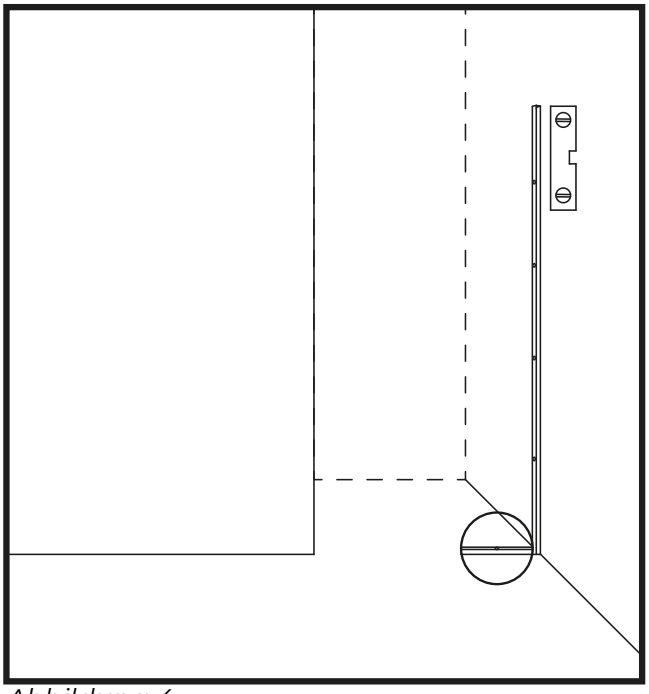

Abbildung 4
9. Legen Sie die kürzere U-Leiste auf den Rand der Badewanne, mit dem Ende gegen die U-Leiste an der Wand und parallel zur gegenüberliegenden Wand. (Abbildung 4)